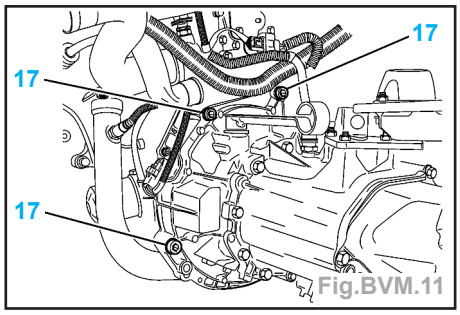

Fig.BVM.11
- Déposer (Fig.BVM.11) :
- les vis (17),